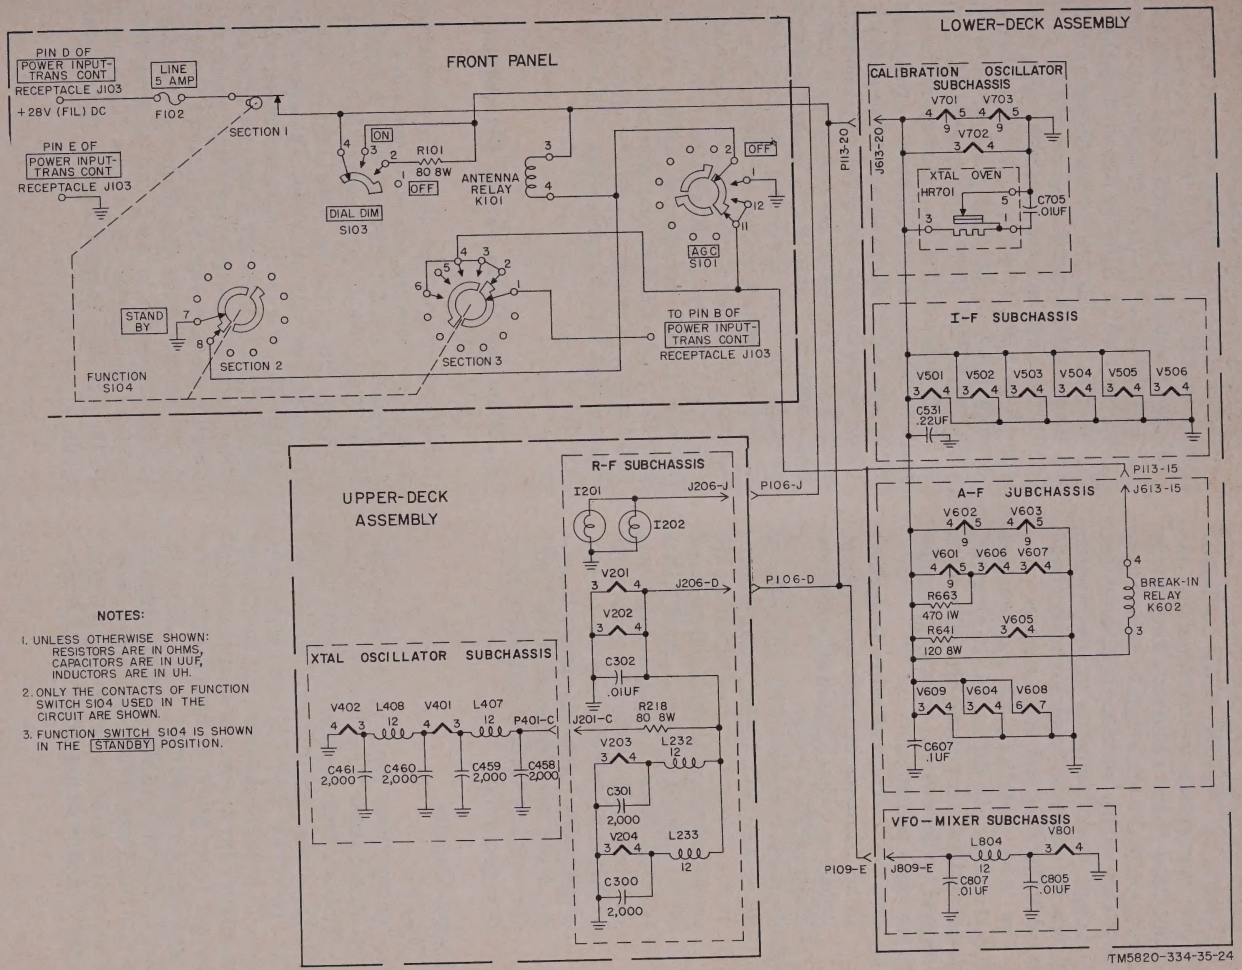

Figure 25. Filament and oven-heater circuits, simplified schematic diagram.
33. Filament and Oven-Heater Circuits (fig. 25)